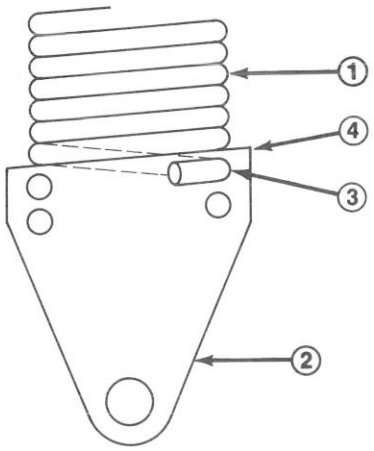

Figure 27
1. Position end of spring through top hole on high side of spring end (Fig. 27).